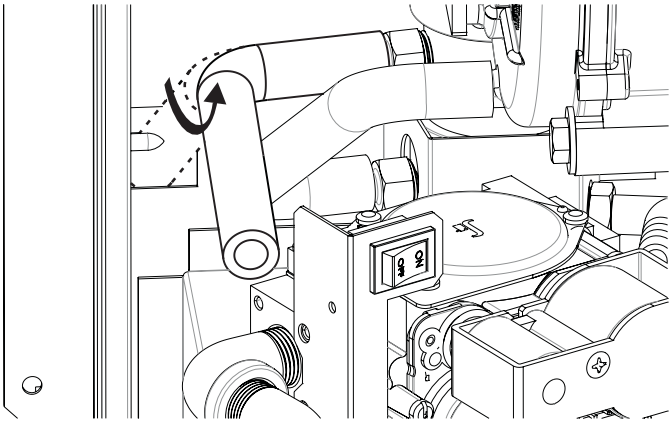

Figure 3
5. Enlever et mettre au rebut le collier de serrage et le raccord cannelé du tuyau de vidange du condensat noir dans la partie inférieure gauche de la trappe à condensat. Tourner le tuyau vers le devant de l'appareil. **Voir Figure 3.**